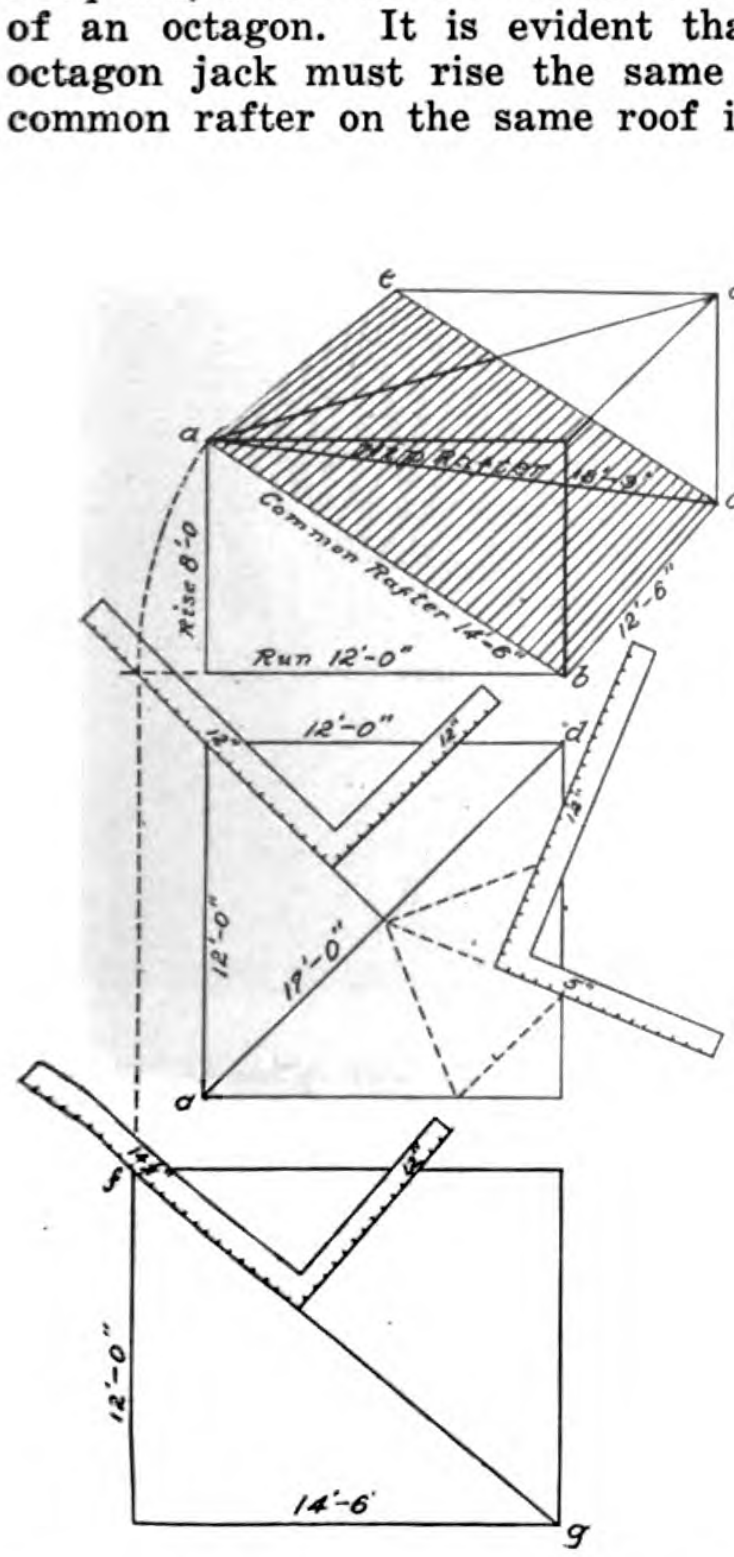
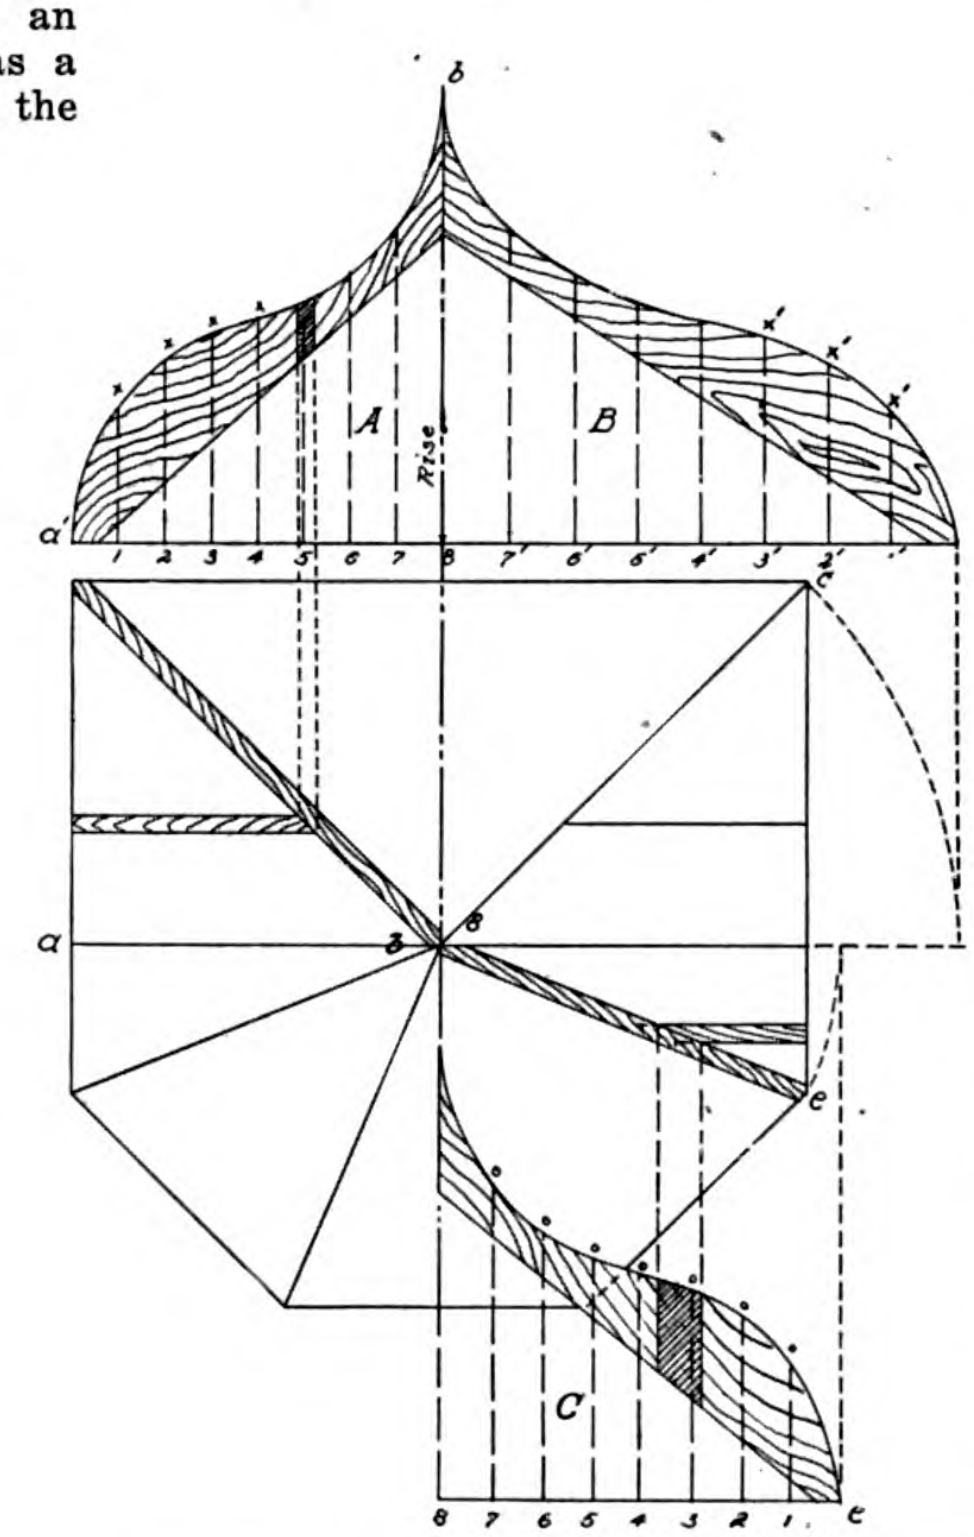

Fig. 38—Illustrating how to find octagon jack cuts
Fig. 39—Showing the proper method of getting cuts on an ogee roof
Many beginners have trouble in understanding why length and rim cut on rim gives cheek cut of jack. I have tried to make this clear in Fig. 38, where is shown a box 12 ft. square and 8 ft. deep. The line (*a*) (*b*) gives the length and slope of a common rafter on a one-third pitch roof, while the line *a*, *c* would be the length of a hip rafter on a one-third pitch roof.
If the hip rafter crossed directly over from *a* to *d*, it would, of course, be 17 ft. long, as shown on the 12-ft. square drawn below the box; 12 and 12 taken on the steel square would bisect the angle of the corners on the square figure shown. But the hip does not run bevel across. Instead it runs from the lower corner on one side to the upper corner diagonally across on the other side, and bisects not the angle of a square but thus diagonally across the plan (*a*) (*b*) *c*, *d*, and this plan is run of common rafter, or 12 ft. on each side, and run of common rafter, or 14½ ft., on the other side. This plan has been carried down to the lower part of Fig. 38, where it is shown laid down flat, and a square with the proper figures marked on it gives the line *f*, *g*, or the cheek cut of jack against hip.
One corner of the square in the middle of Fig. 38 is shown with dotted lines to form an octagon corner, and the steel square at this corner shows that while 12 and 12 bisects the angle formed by a square, 5 and 12 will bisect the angle of an octagon. It is evident that an octagon jack must rise the same as a common rafter on the same roof in the same length of rim. Therefore octagon cheek cut will be length of common rafter for 1 ft. of rim taken on blade and 5 taken at tongue of square. The blade gives the cut. In the case of the roof in question, for instance, the cheek cut would be 14½ and 5 cut on 14½ for octagon jacks and 14½ and 12 cut on 14½ for common jacks. Side cut of hip would be 18¾ and 17 cut on 18¾. The draft of a curved or o-gee roof is shown at Fig. 39. Half the roof has square corners and half has octagon corners. First draw the elevation of the common rafter (*a*) (*b*) and divide the rim *a* (8) of common rafter into any convenient number of divisions, and from these points erect the lines 1, *x*, 2 *x*, etc., cutting the line of the common rafter at *x*, *x*, *x*, *x*, etc.